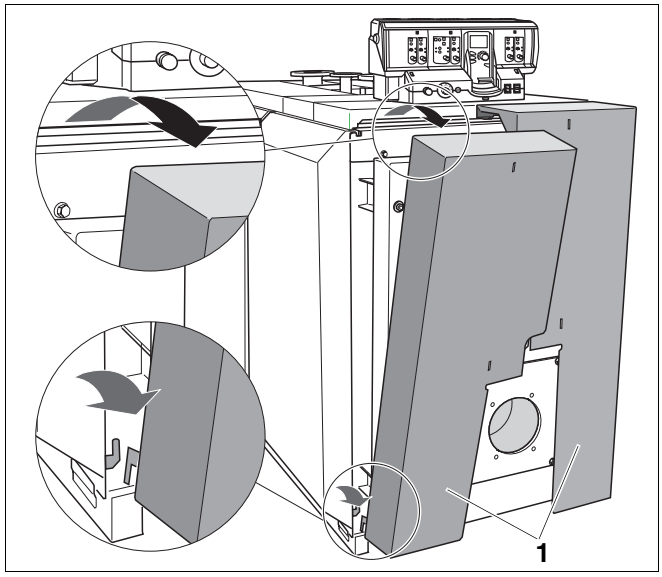

Rys. 44 Demontaż płaszcza drzwiczek kotła
- Zdjąć płaszcz drzwiczek kotła (rys. 44, **poz. 1**) z płaszcza kotła. W tym celu unieść lekko płaszcz drzwiczek kotła i zdjąć go do przodu.